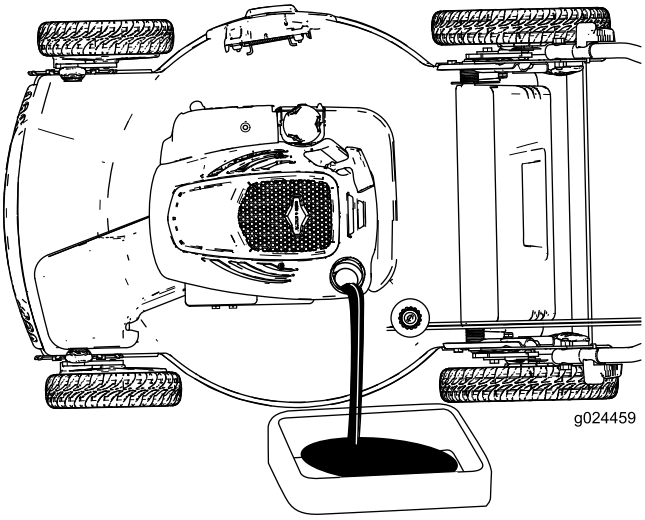
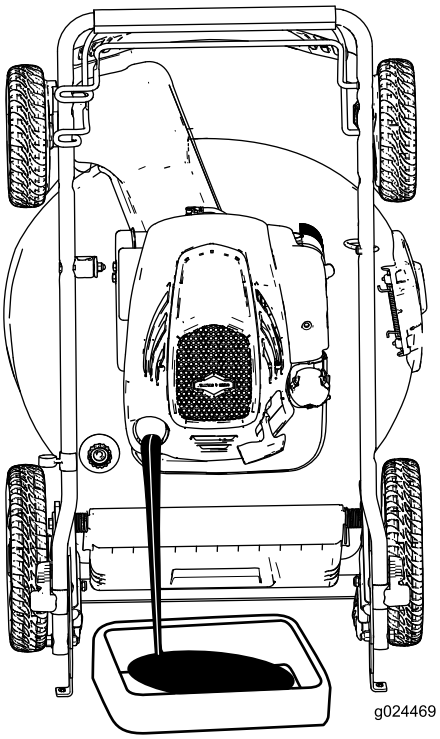

Figur 23
Figur 24
4. Tip maskinen om på siden med målepinden nedad (Figur 23), eller indstil maskinen i den lodrette opbevaringsposition (Figur 24 – se Opbevaring af maskinen i den lodrette opbevaringsposition (side 11)), så olien kan løbe ud gennem oliepåfyldningsrøret.